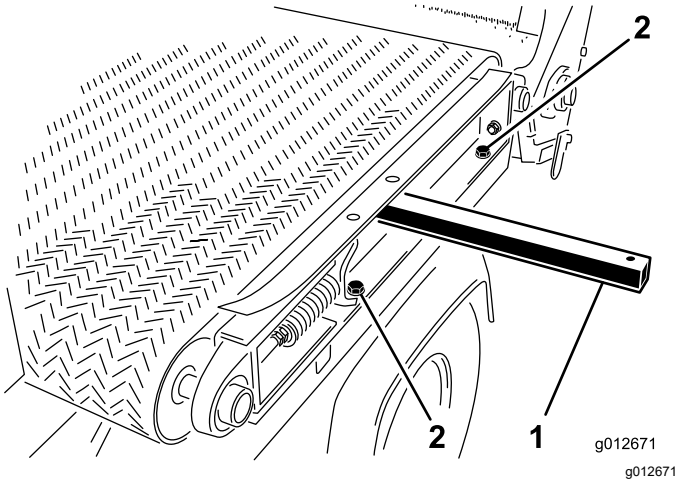

**Figur 34**
5. Lossa de två huvudskruvarna och två brickorna på maskinens vänstra sida som fäster glidflaksskenan vid den vänstra stänkskärmen (Figur 34).
1. För in en lyftstång genom hålet i vänster glidflaksskena och höj upp lyftstången för att tippa flakskenan något. Se Figur 34 i Demontera glidflaket (sida 22).